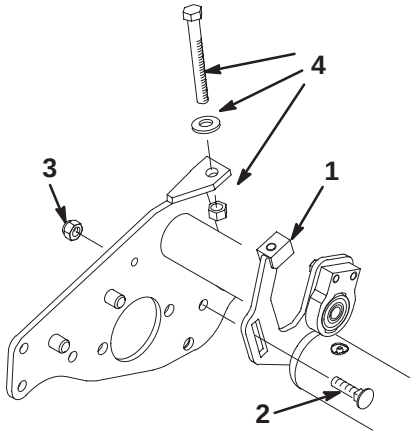

Figure 6
9. Install bedbar, while loosely securing height–of–cut brackets w/rear roller to cutting unit with carriage bolts and locknuts previously removed (Fig. 6).
10. Tighten carriage bolt and locknut securing right-hand height-of-cut bracket to cutting unit while assembling the height-of-cut adjustment bolt, washer and nut as shown in figure 6.